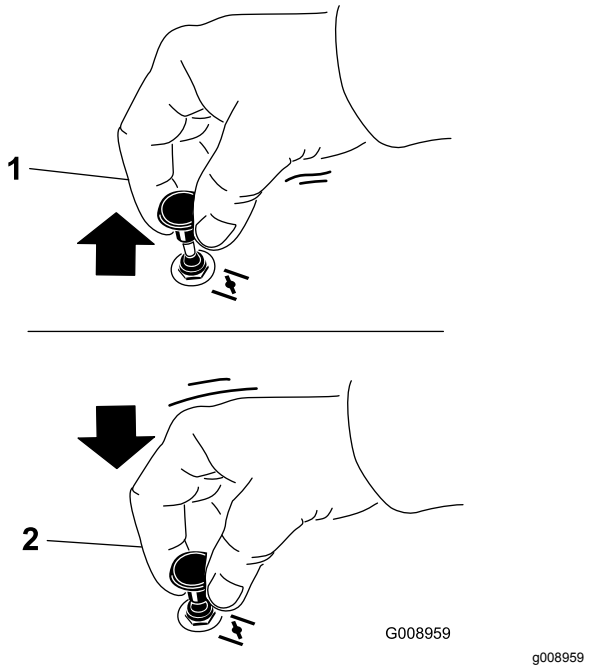

Rysunek 13
2. Podciągnij gałkę ssania w celu włączenia ssania przed przekręceniem kluczyka zapłonu (Rysunek 13).
3. W celu wyłączenia ssania po uruchomieniu silnika wciśnij gałkę ssania (Rysunek 13).